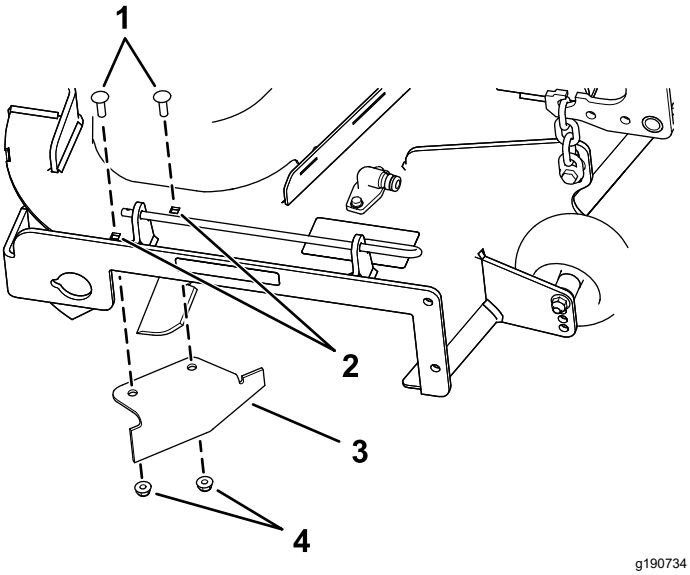

Figura 15
9. Localizai deflectorul de separare din punga cu accesorii i îndepărtai elementele de fixare ale orificiilor spate ale plăcii de evacuare (Figura 15).